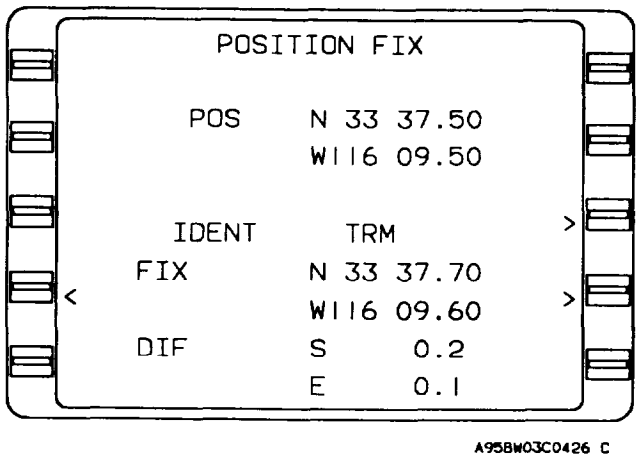

Figure 3-52. Position Fix Page
n. DIRECT TO section (fig. 3-52).
(1) DIRECT 1/2 (page 1 of 2).